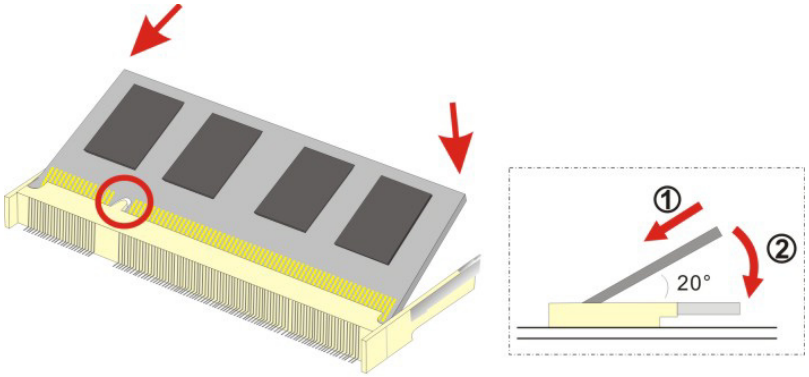

Figure 3-10: SO-DIMM Installation
Step 4: Align the SO-DIMM with the socket. The SO-DIMM must be oriented in such a way that the notch in the middle of the SO-DIMM must be aligned with the plastic bridge in the socket (**Figure 3-10**).
Step 5: Push the SO-DIMM into the socket at an angle (**Figure 3-10**).
Step 6: Gently pull the arms of the SO-DIMM socket out and push the rear of the SO-DIMM down (**Figure 3-10**).